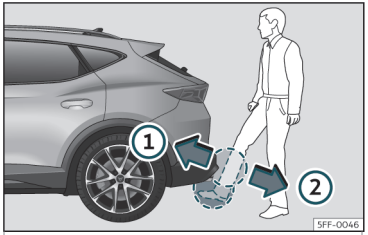

Fig. 80 Rear lid with sensor-controlled opening (Easy Open).
- With a brisk movement, bring your foot and lower leg as close as you can to the bumper. The lower part of the leg needs to be close to the upper sensor area and your foot must be close to the lower sensor area ››› **Fig. 80** ①.
- Quickly remove your foot and lower leg from the sensor areas››› **Fig. 80** ②. The rear lid will be automatically opened.